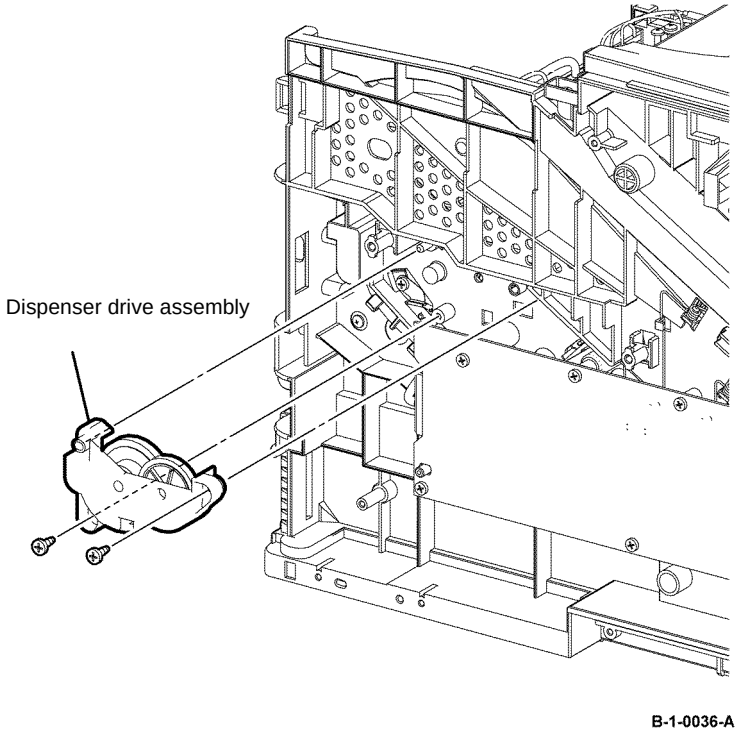

Figure 3 Dispenser drive assembly removal
11. Remove two screws (silver, tapping, 10mm), that fix the dispenser drive assembly, release one boss, then remove the dispenser drive assembly, Figure 3.